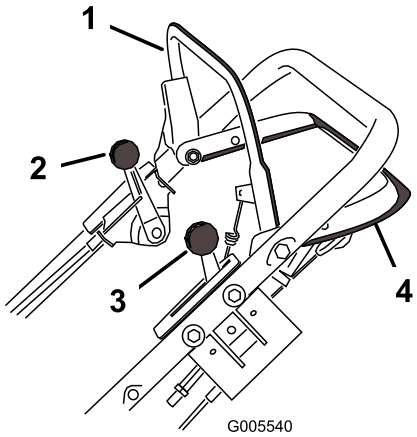
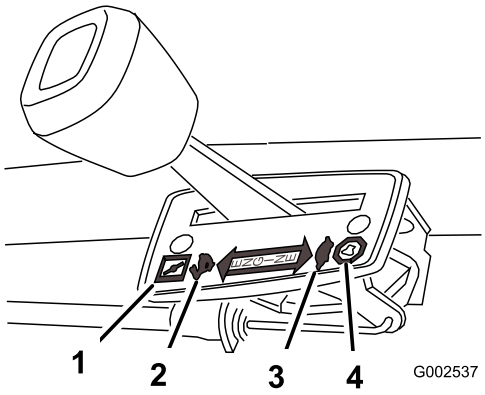

**Figura 10**
**Figura 11**
La barra di comando della lama, il dispositivo di bloccaggio della barra di comando, la leva di comando della velocità di trazione, la leva di comando dell’acceleratore e la barra di comando della trasmissione si trovano sulla maniglia superiore (Figura 10).
Le impostazioni dell'acceleratore sono riportate nella Figura 11.
4. Portate il selettore della velocità in posizione di folle (N) (Figura 10 e Figura 11).
Il tosaerba ha tre velocità di trazione: la prima è lenta, la seconda è media e la terza è veloce. Il selettore della velocità è situato sulla maniglia superiore (Figura 11).